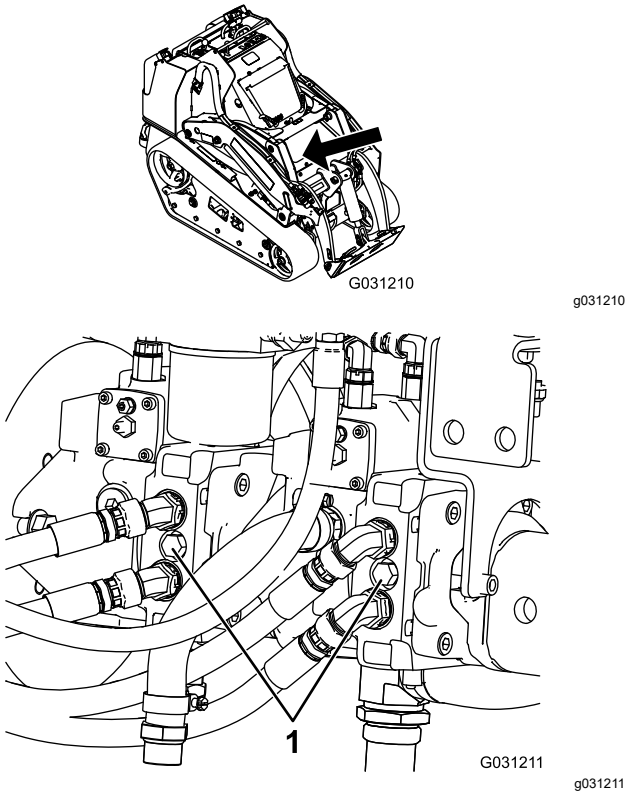

Rysunek 26
4. Przy użyciu klucza przekręć dwukrotnie zawory holownicze na pompach hydraulicznych w kierunku przeciwnym do ruchu wskazówek zegara (Rysunek 26).